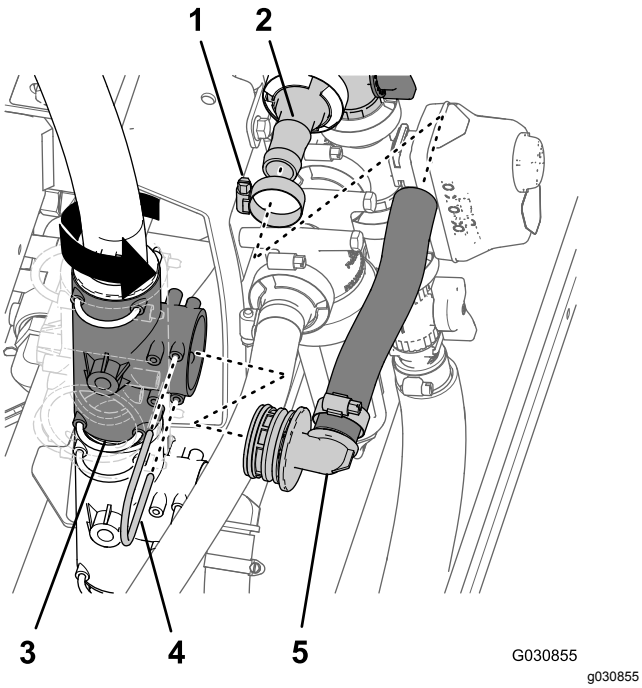

Figur 105
4. Drej den øverste T-fittingen i den venstre side af manifoldbeslaget 90° mod uret som vist i Figur 105.
5. Monter omrøringsomløbsslangen (1 x 10 tommer) på omrøringsomløbsventilens lige fitting med modhager (Figur 105).
6. Monter navet på 90°-fittingen med modhager på enden af omrøringsomløbsslangen (1 x 10 tommer) i den øverste T-fitting i den venstre side af manifoldbeslaget (Figur 105) med holderen, du fjernede i trin 4 i Afmontering af omrøringsventilen, kugleventilen og slangerne (side 32).